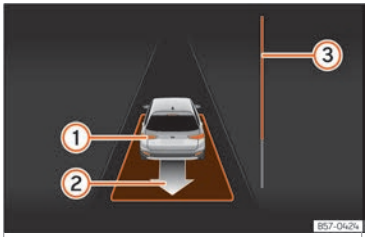

Fig. 174 No ecrã do painel de instrumentos: sair do estacionamento de um lugar em linha.
• Retroceda até soar o sinal contínuo do ParkPilot; **OU:** faça marcha-atrás até aparecer a indicação de fazer marcha à frente no ecrã do painel de instrumentos. A barra de progresso ››› Fig. 174 ③ indica a distância a percorrer ››› Página 260.